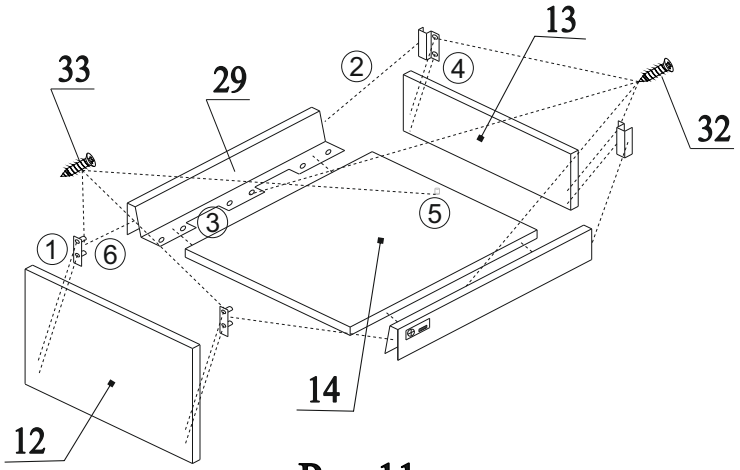

Рис.11
20. Привернуть к детали 12 шурупами 33 держатели боковин из комплекта 29 (1). Соединить боковины и держатели задней стенки из комплекта 29 (2). Соединить деталь 14 с боковинами, закрутить шурупы 32 (3). Прикрутить деталь 13 шурпами 32 к держателям задней стенки (4). Прикрутить деталь 14 к детали 13 шурупом 33 (5). Соединить боковины и деталь 12 (6). Более подробная инструкция находится в комплекте 29 (рис.11);